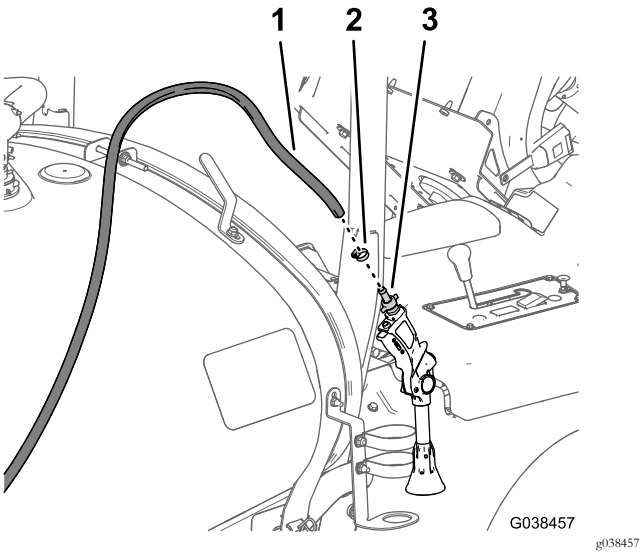

Figura 94
7. Monte o entalhe da pistola de pulverização (Figura 94) que removeu em Desligar o Kit de varinha de pulverização manual opcional (página 10) no tubo de fornecimento com uma braçadeira de tubos de 6 a 11 mm.